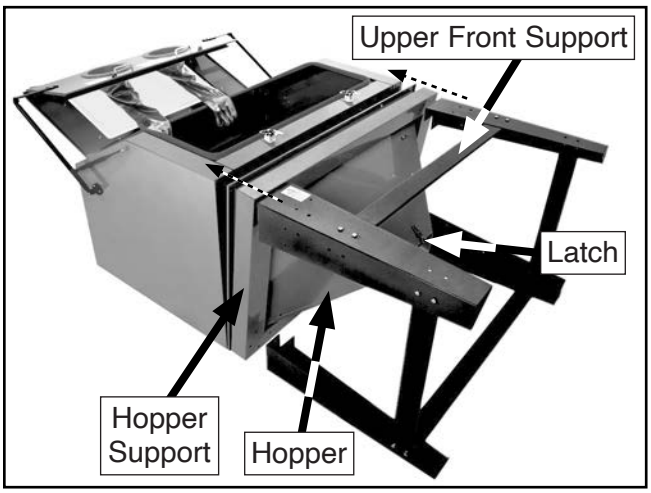

Figure 12. Installing stand and hopper.
8. Position hopper and hopper support against underside of blast cabinet, as shown in **Figure 12**.